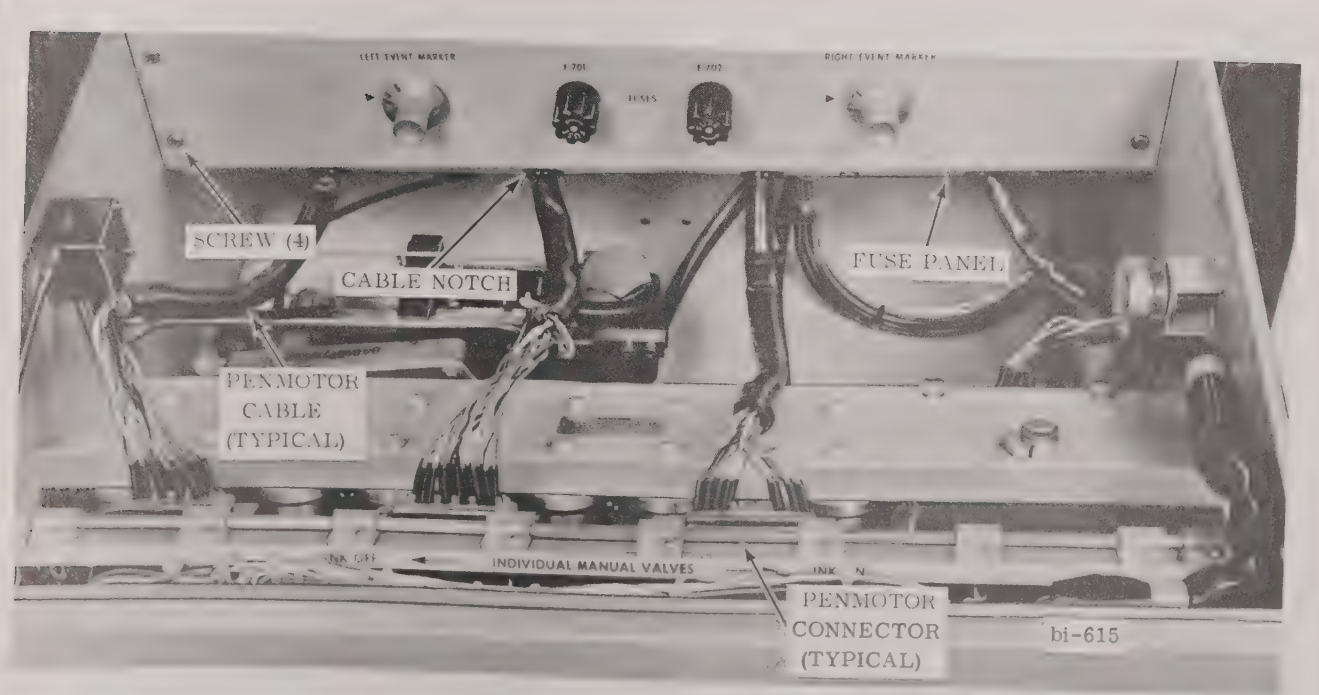

FIGURE 2-2 INSTALLATION OF VERTICAL OSCILLOGRAPH MODEL 2607-70
7. Position fuse panel assembly on mounting brackets and install four screws (Fig. 2-2).